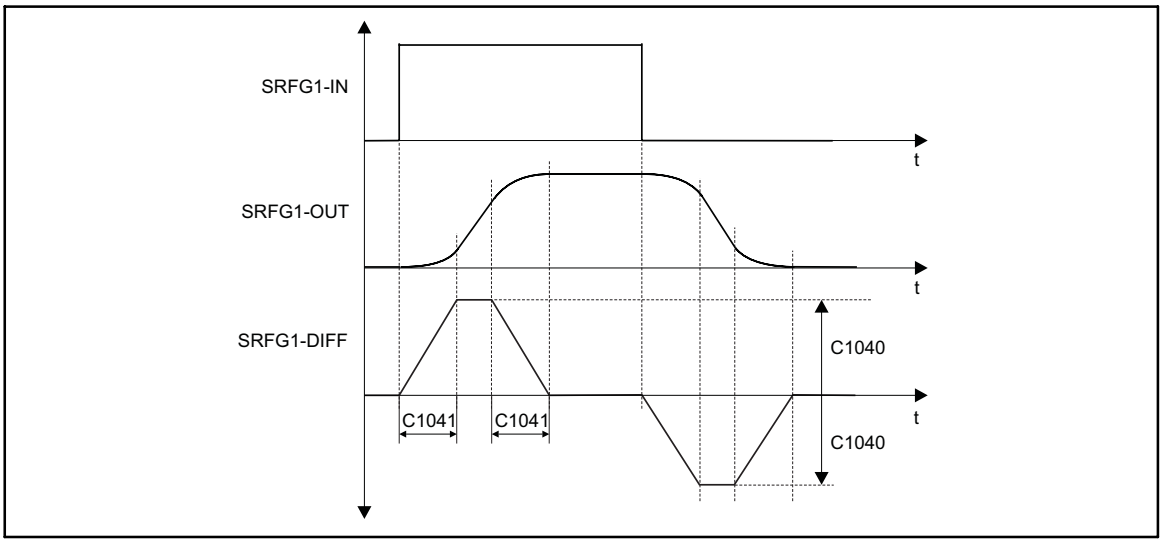

Abb. 2-136 Signalverlauf des Hochlaufgebers
- Der Signalverlauf der Beschleunigung (Signal an SRFG1-DIFF) in Abb. 2-136 zeigt das lineare Ansteigen bzw. Abfallen des Signals während der Verschliffzeit (C1041).